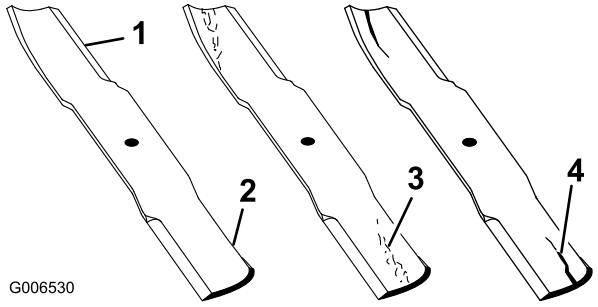

Figur 84
1. Kontrollera eggarna (Figur 84). Om eggarna är slöa eller har hack ska knivarna tas bort och slipas. Se Slipa knivarna.
2. Kontrollera knivarna, speciellt den böjda delen (Figur 84). Montera omedelbart en ny kniv om du upptäcker skador, slitage eller spårbildning i detta område (Figur 84).